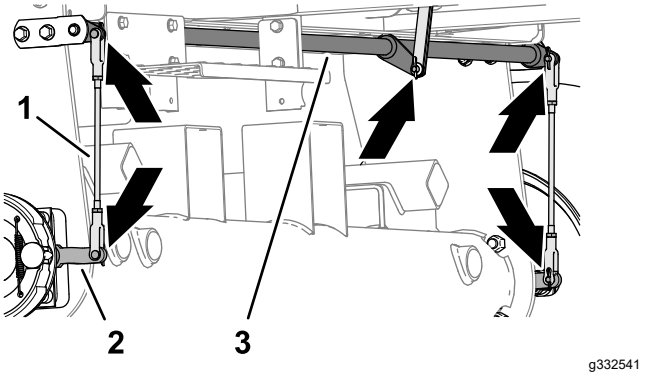

Figuur 84
1. Controleer de linker en rechter remstang (Figuur 84) op beschadiging en slijtage.
2. Controleer de scharnieras van de rem (Figuur 84) op beschadiging en slijtage.